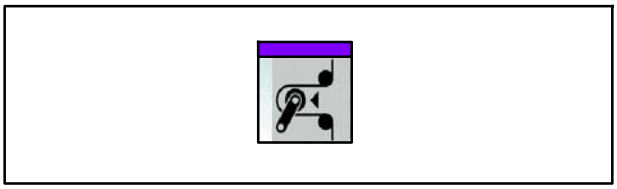

Fig. 186 Touche Enclencher/couper la tension de bande
18. Appuyer sur la touche Enclencher/couper la tension de bande (Fig. 186) pour enclencher la tension de bande